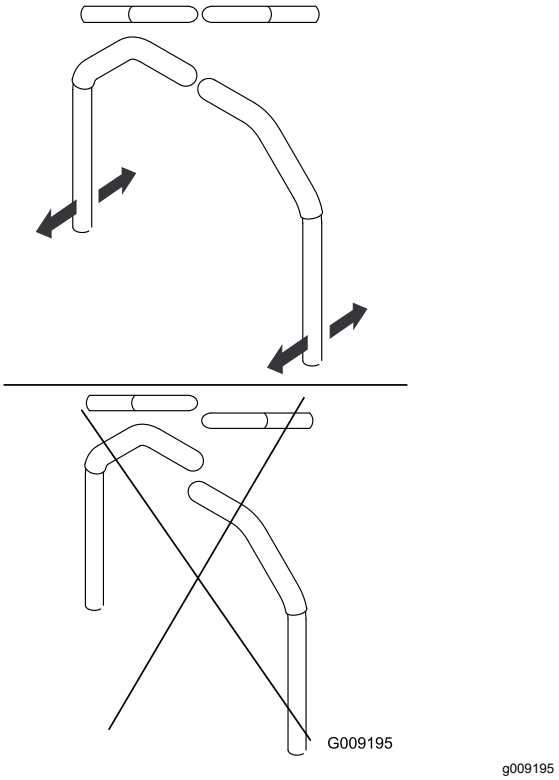

Figuur 59
3. Stel de lengtestand van de handgrepen in door ze samen te brengen in de NEUTRALE STAND en te schuiven tot ze naast elkaar staan (Figuur 59).